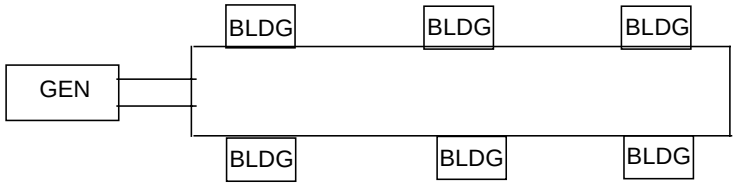

Fig 1-8 Ring Layout
(1) The advantages of the radial layout is that it requires minimal material, time and manpower to install and if power is interrupted at one facility, power will still remain at the other facilities. Also, repairs my be done on certain areas by disconnecting the facility at the over current protection device without interrupting any other facilities power.
(2) The only disadvantage of this layout is that if a break occurs before any of the facilities, then no power will be received by any facility.
c. The ring layout is another type of layout that is used by electricians as shown in figure 1-8.